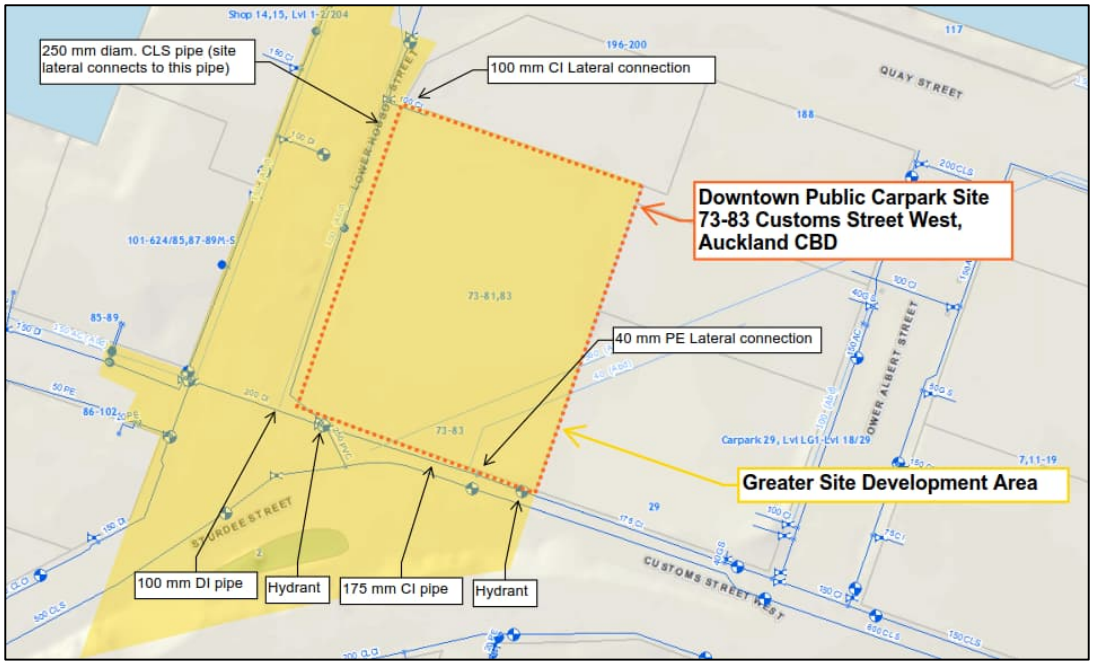

Figure 4.1: Public water supply network near the Downtown Carpark site (Source: Auckland Council GIS)
Outside the Downtown Carpark site a 250 mm diameter concrete lined steel (CLS) water main runs along the eastern side of Lower Hobson Street. This connects to a 600 mm diameter concrete lined steel water main in Customs Street West. There is also a 175 mm diameter cast (CI) iron water main running beneath Customs Street West, refer to Figure 4.1 and included in Appendix C. There are several hydrants in close proximity, on both Lower Hobson Street and Customs Street West. Refer to Appendix C. A 100 mm CI lateral at the north-west corner of the Carpark site (installed 17/06/1955 and deemed operational) connects to the 250 mm CLS water main located along Lower Hobson Street. At the south-east corner a 40 mm PE lateral pipe (installed 03/04/2003 and deemed operational) connects the Carpark site to the 175 mm CI water main beneath Customs Street West and connects in close proximity to the carpark offices.